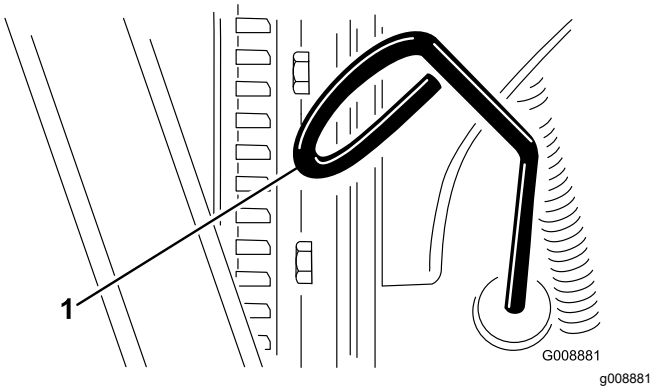

Figur 28
2. Fjern målepinden (Figur 28), og aftør den med en ren klud.